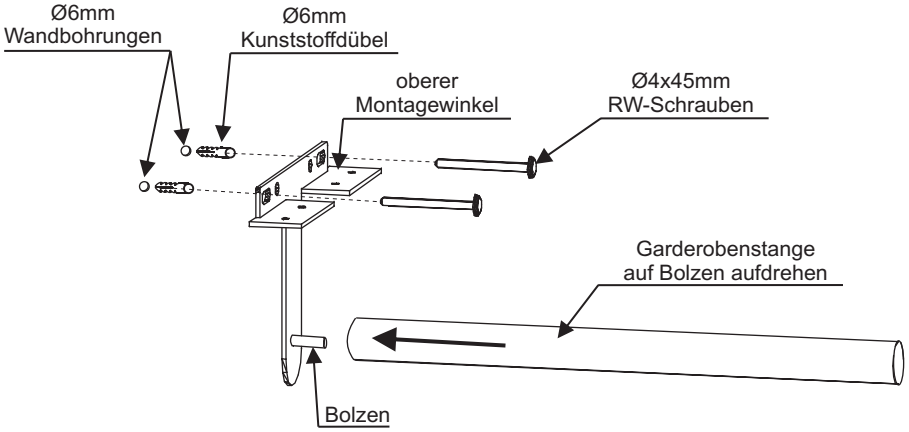

Abb. 3
7. Montieren Sie anschließend den oberen- und unteren Montagewinkel mit den Ø6mm Kunststoffdübel und den Ø4x45mm RW-Schrauben. (Abb. 3 / 4)
9. Montieren Sie die Garderobenstange an dem Bolzen des oberen Montagewinkel. (Abb.3)